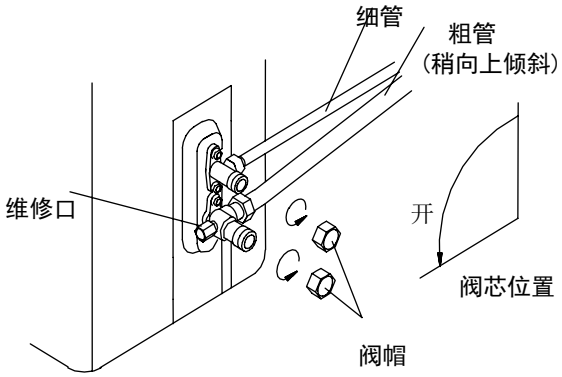

图 18 简易排空法
**（二）、简易排空法(图 18)**
6. 将取下的阀帽重新拧紧，将阀门罩和配线盖重新安装好。（参考图 18）